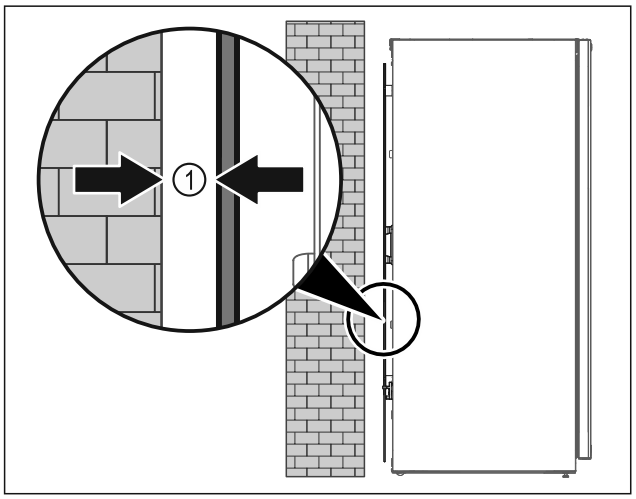

Fig. 52
▶ Instalați aparatul fie liber în încăpere sau direct la un perete cu o distanță minimă de 5 mm *Fig. 52 (1)*.